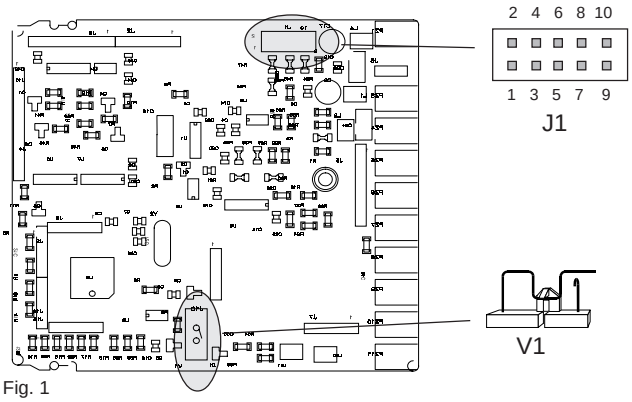

Fig. 1
3) Set the dip switch V1to the open condition (see fig. 1).